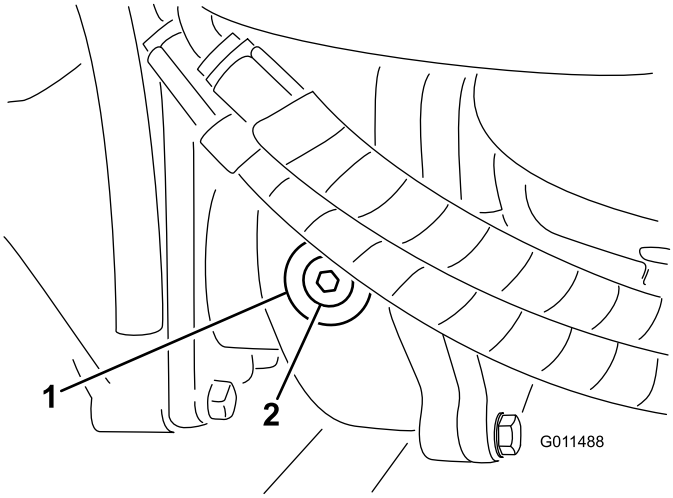

Рисунок 16
2. Снимите пробку заливного/контрольного отверстия с левой стороны редуктора (Рисунок 16) и убедитесь, что смазка доходит до низа отверстия. Если уровень масла низкий, долейте столько масла, чтобы довести его уровень до низа отверстия.